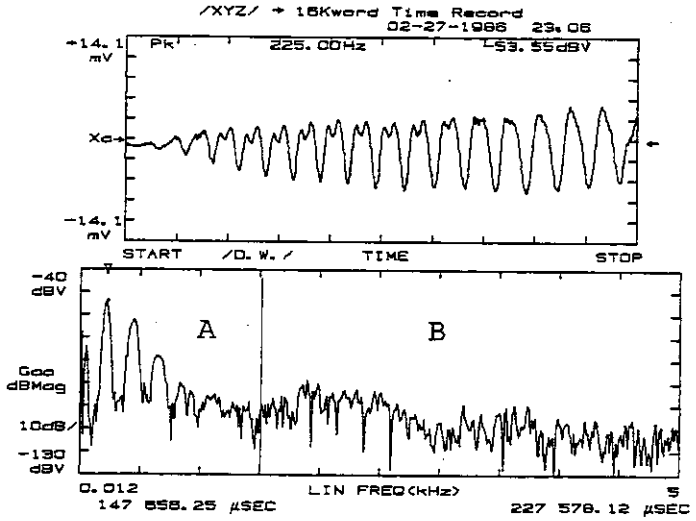

図 5 - 24　レベル・モニタする範囲の設定
〔図 5 - 23 〕の上の図は／16にリサンプルした例で、上段の時間幅が80msに対して、下段はその16倍の時間幅になっていることが分かります。
③ BOTHモードにしておきますと、圧縮データ上のカーソルの位置に対応した時間波形を表示させることができます。　〔図 5 - 23 〕参照。
④ 片チャンネル動作のときには、レベル・モニタ時間軸圧縮表示は機能しません。
〔図 5 - 24 〕におけるスペクトラムのA 、B に相当する部分のオーバオール値の時間の推移をレベル・モニタで見ることにします。